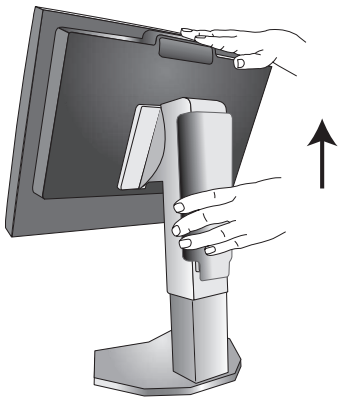

Abbildung S.1
3. Vergewissern Sie sich, dass der Bildschirm um 90° gegen den Uhrzeigersinn in das Querformat gedreht ist (**Abbildung S.1**).